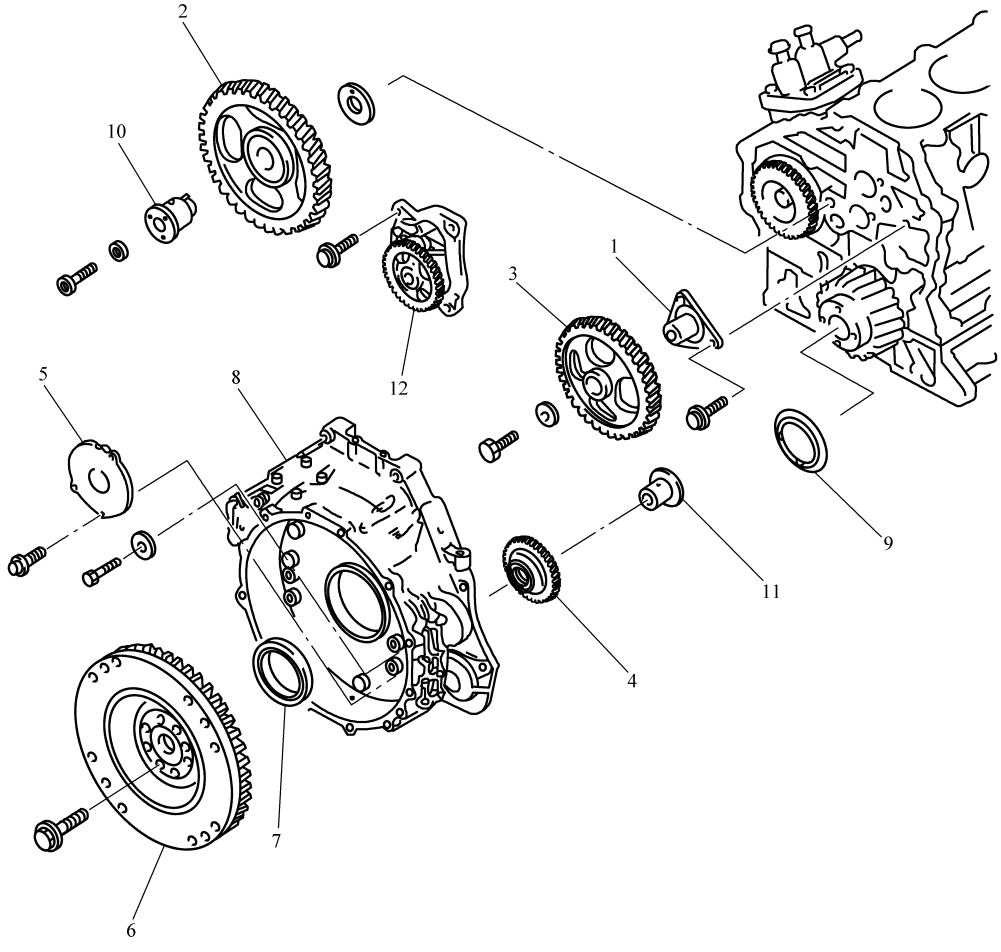
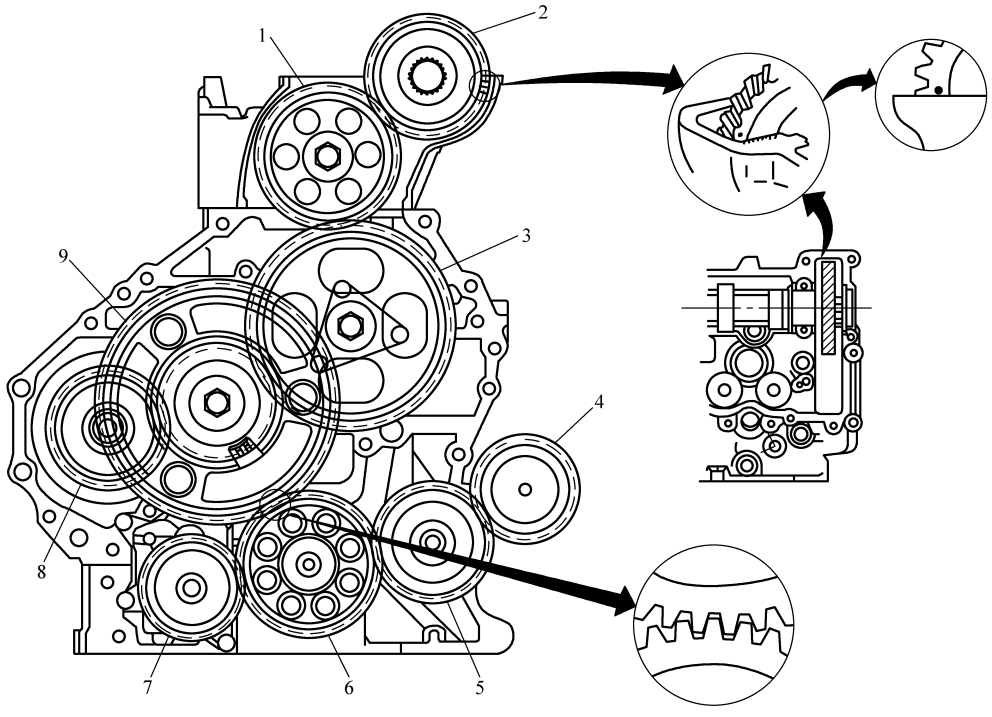

图 6-12　正时齿轮系统
图 6-13　正时齿轮标记安装位置
⑥ 正时齿轮系统见图 6-12，正时齿轮标记安装位置见图 6-13。